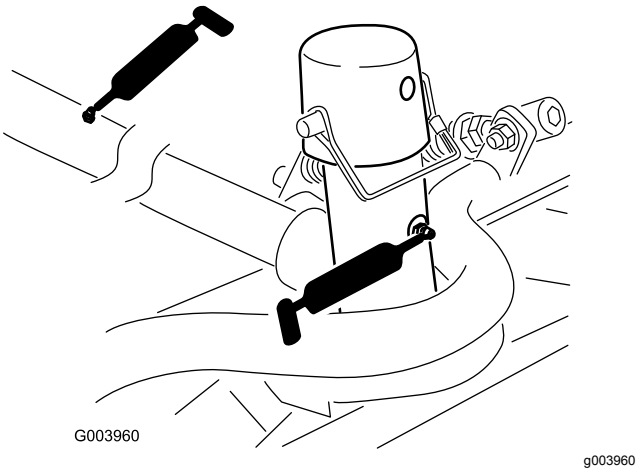

Figuur 74
- Draagframe en draaipunt van maaidek (2 elk) (Figuur 74)